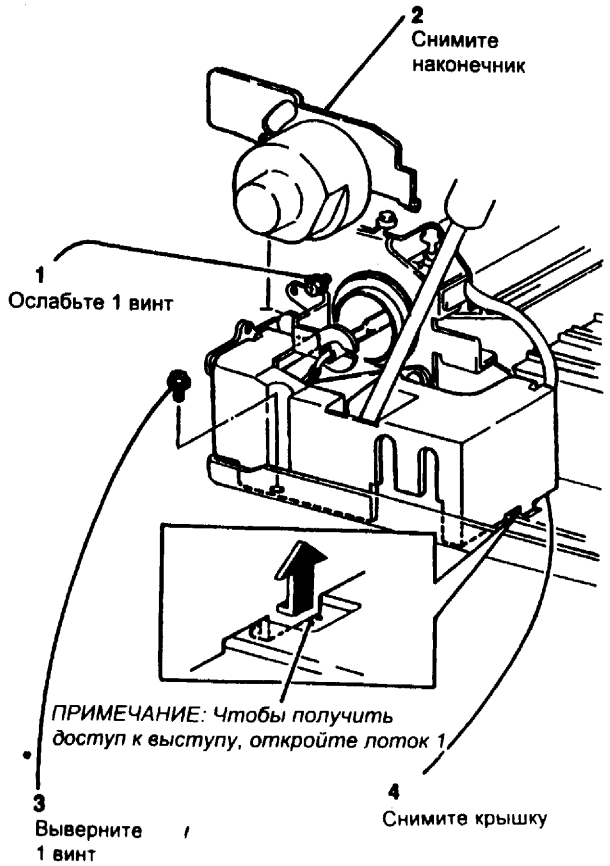

Рис. 1 Снятие крышки выключателя сети
3. (Рис. 1) Снимите крышку выключателя сети.